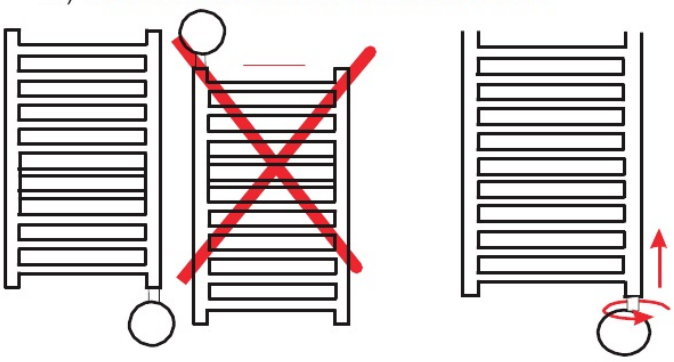

Abb. 3
4) kippen Sie den Radiator wie in Abb.3 , so dass sich die Öffnung an der Oberseite des Heizkörpers auf der höchsten Seite befindet. WARNUNG. Lehen Sie den Raditator nicht auf die elektronische Steuerung.